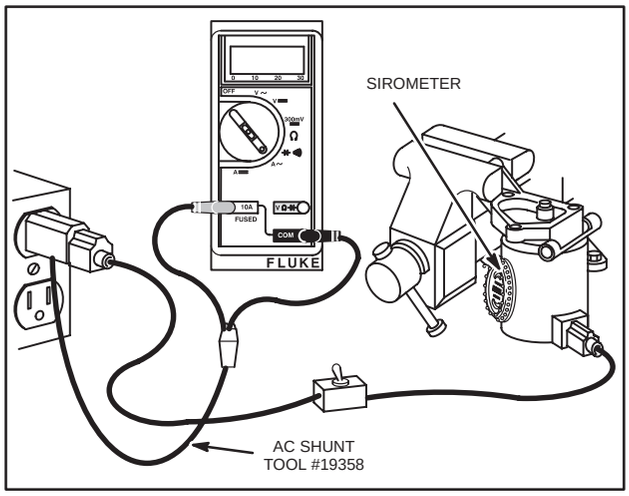

Fig. 668 – TESTING 120 VOLT STARTER MOTOR – DIGITAL MULTIMETER
1. Clamp the starter motor in a vise as shown in Fig. 668.